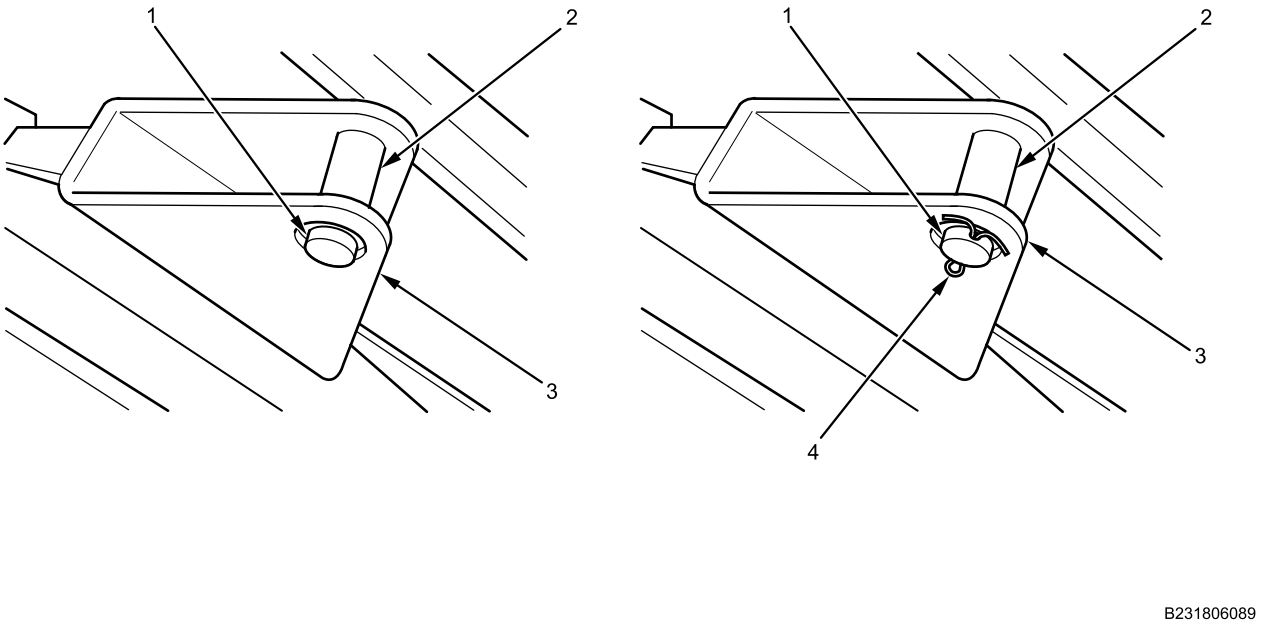

Figure 4. Latch Pin Removed from Bracket.
1. Remove C-clip (Figure 4, Item 1) or cotter pin (Figure 4, Item 4) from latch pin (Figure 4, Item 2). Discard C-clip or cotter pin.
2. Remove latch pin (Figure 4, Item 2) from angle bracket (Figure 4, Item 3). Discard latch pin if used with C-clip.